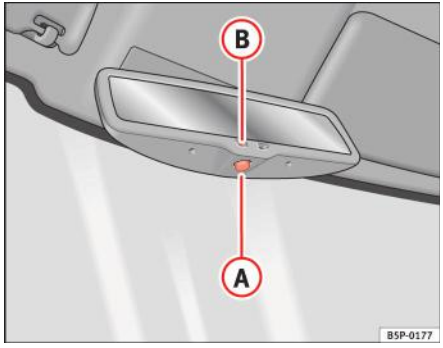

Fig. 87 Oglinda interioară cu funcție de reglare automată antiorbire.
– Apăsați butonul (A) ⇒ fig. 87. Lampa indicatoare (B) se stinge.
– Apăsați butonul (A) ⇒ fig. 87. Lampa de avertizare este aprinsă.